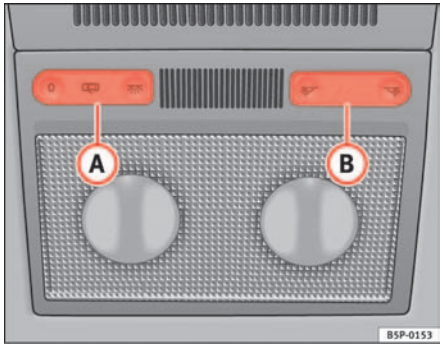
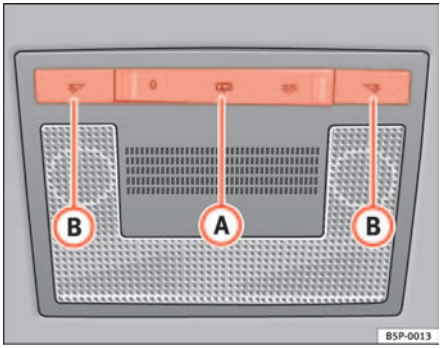

Fig. 80 Detail of the roof: Front reading light type 1
Fig. 81 Detail of the roof: Front reading light type 2
Press the corresponding button ⇒ fig. 80 (B) and ⇒ fig. 81 (B) to switch on the reading light.